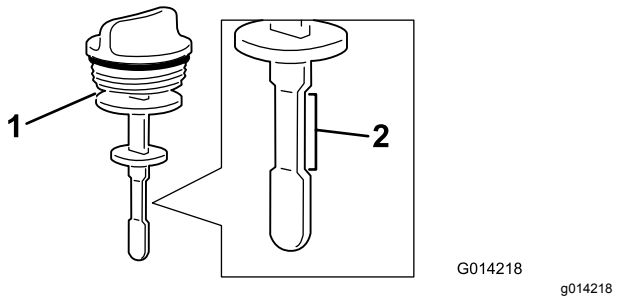

Figura 60
5. Retire la varilla del cuello de llenado y compruebe el nivel de aceite. El nivel del aceite debe estar dentro del intervalo de operación segura de la varilla (Figura 60).